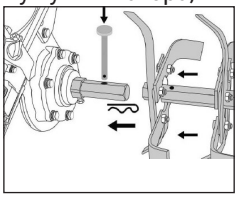

рис.4
- При помощи болтов из комплекта соберите фрезы. Лезвия необходимо устанавливать заточенной стороной по ходу движения агрегата. Установите фрезы на культиватор, используя пальцы и шплинты из комплекта (рис. 4).